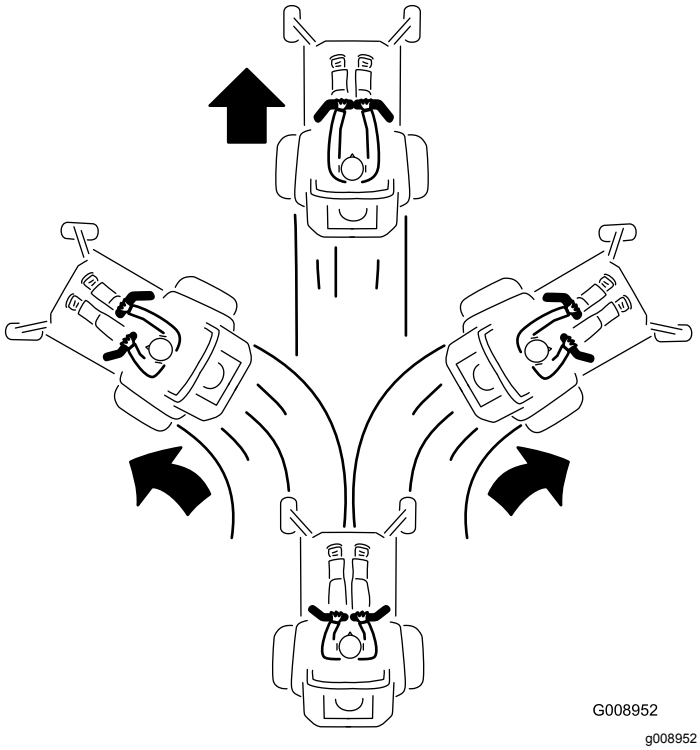

**Figuur 27**
3. Om vooruit te rijden, duwt u de rijhendels langzaam naar voren (Figuur 27).